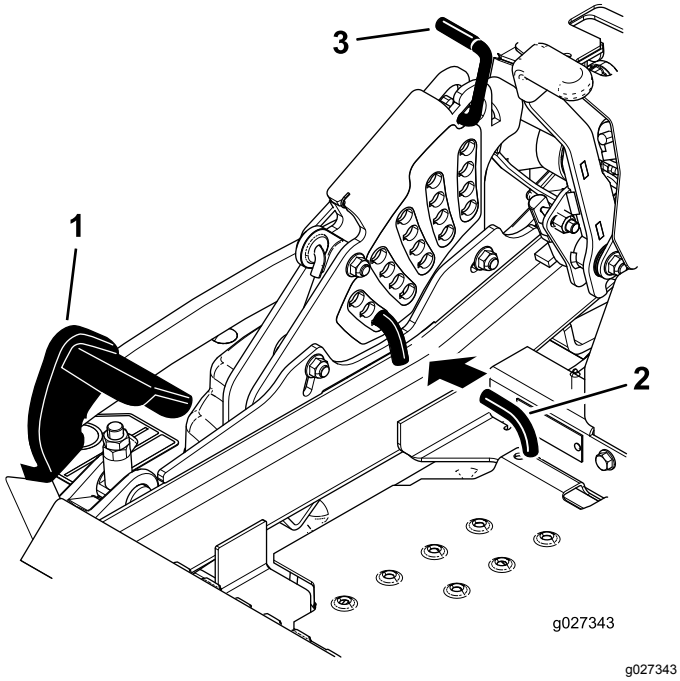

Figur 106
5. Skub pedalen til skjoldløft hele vejen frem, hvorefter skjoldet låses i transportpositionen på 14 cm (Figur 106).